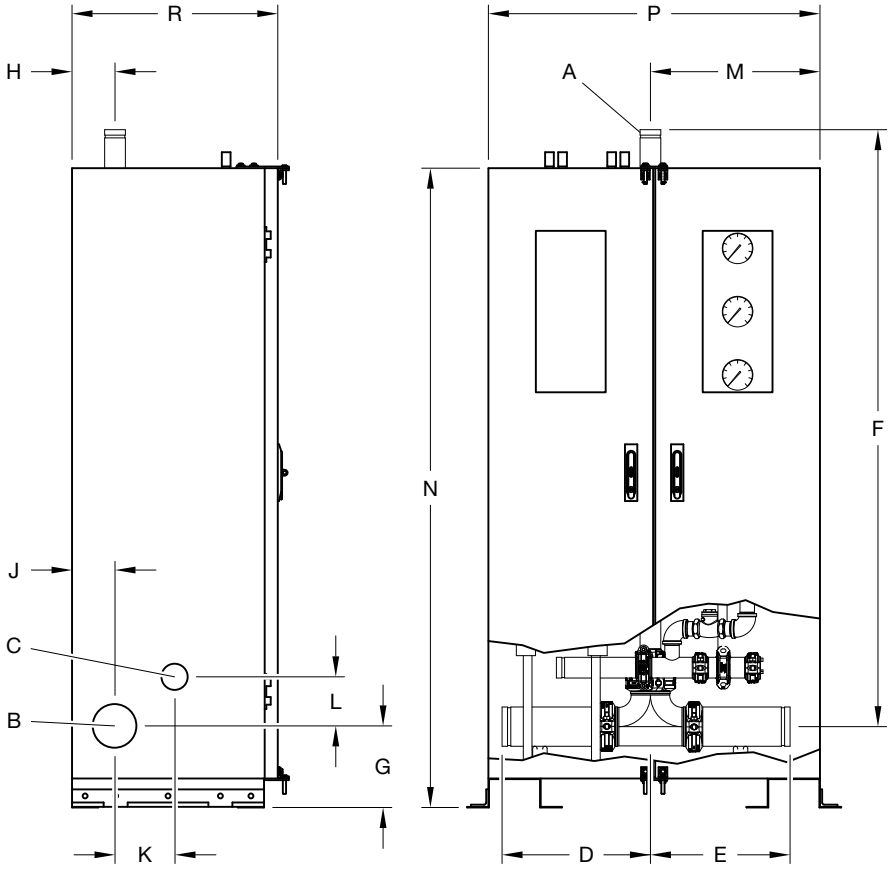

FIGURE 1
Figure 1 provides dimensional information for Red-E Cabinets, and Figure 2 illustrates the typical assembly arrangement.
- Installation of a suitably sized water supply to the water supply header (Port B, Figure 1)
- Installation of system piping (Port A, Figure 1) including open nozzles and/or sprinklers from the Red-E cabinet outlet
- Installation of drains from main drain header (Port C, Figure 1)